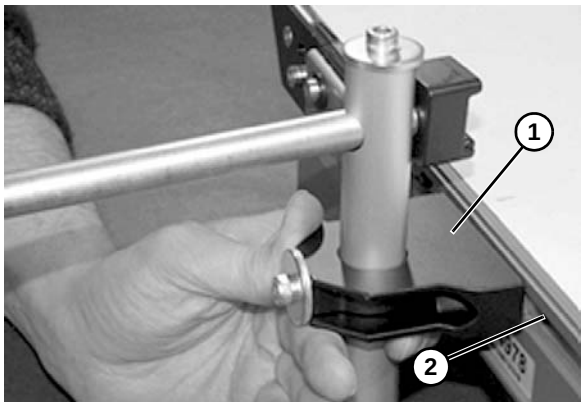

Figure 35
1. Placer les supports de guidage **(Figure 35, élément 1)** dans les rainures en T du convoyeur **(Figure 35, élément 2).**